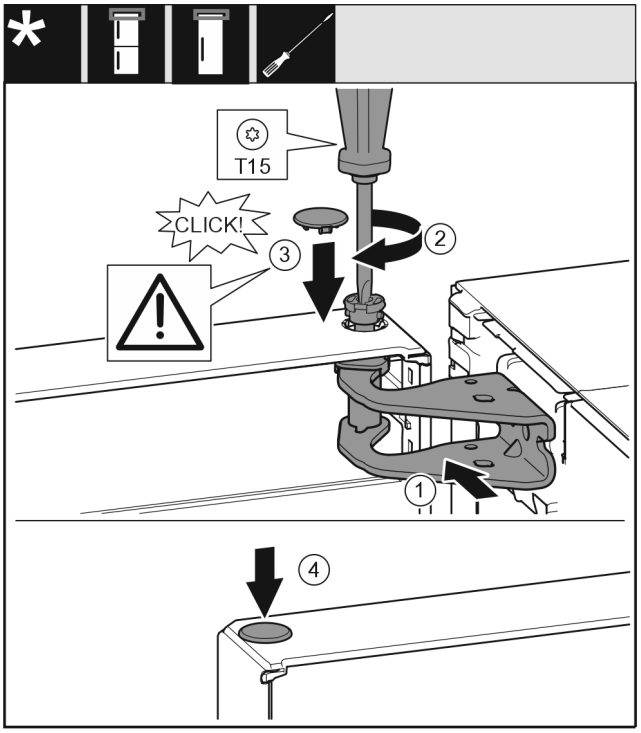

Fig. 30
- ▶ Align the top door with the opening in the swap bearing block *Fig. 30 (1)*.
- ▶ Insert the bolt *Fig. 30 (2)* and use screwdriver to tighten it.
- ▶ Insert the cover *Fig. 30 (3)*.
- ▶ Check that the cover *Fig. 30 (3)* is resting on the door.
- ▶ Insert the cover *Fig. 30 (4)*.